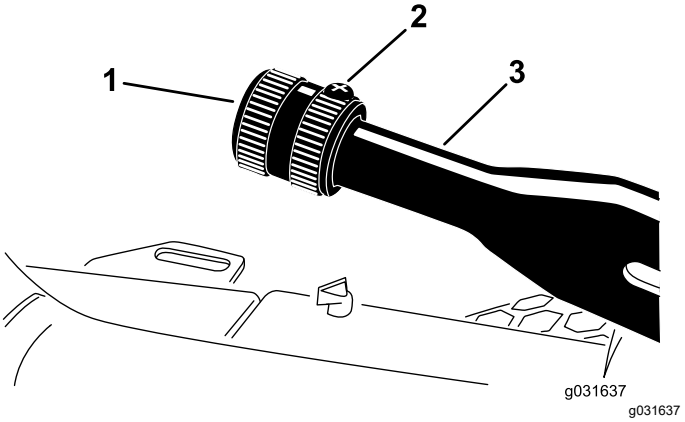

Figur 54
1. Løsne setteskruen som fester knotten til parkeringsbremsespaken (Figur 54).